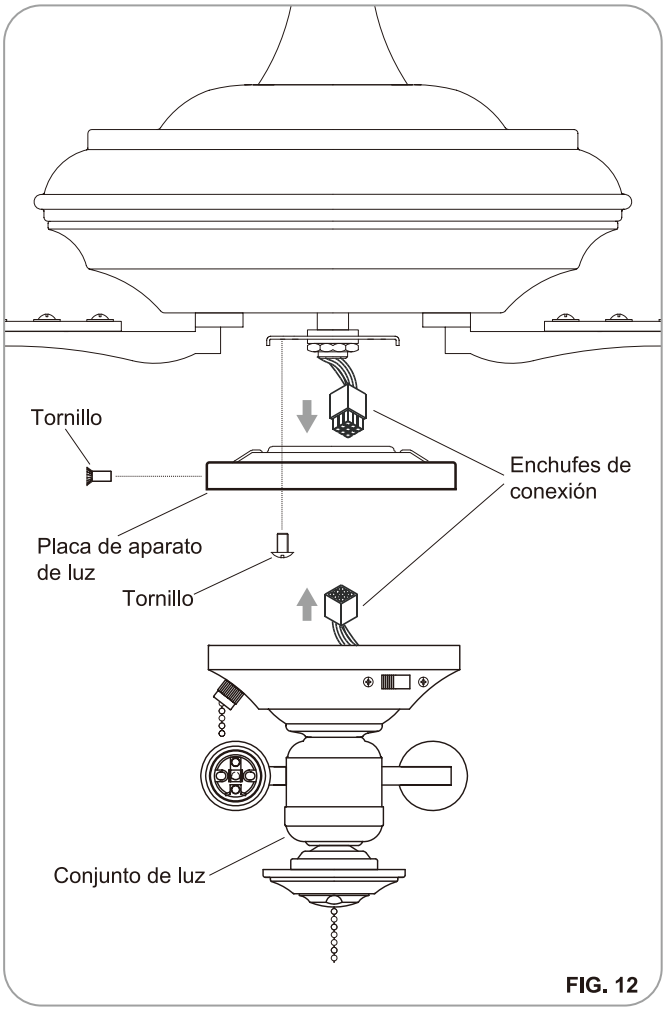

FIG. 12
Pasp 2. Quite 1 de 3 tornillos del anillo de montaje y afloje los otros 2 tornillos. (No los quite.) (Fig.12)
Paso 3. Coloque los principales agujeros de la placa de aparato de luz sobre los 2 tornillos previamente aflojados en el anillo de montaje, gire la placa de aparato de luz hasta que encaje en su lugar en la sección estrecha de los principales agujeros. Apriete los 2 tornillos previamente aflojados y el previamente eliminado. (Fig.12)
Paso 4. Sujeta la aparato de luz bajo el ventilador, mientras cierre firmemente y juntos los enchufes de conexión de alambres. (Fig.12)
Paso 5.Quite los tres tornillos del borde de la placa de aparato de luz. Alinee los orificios de la aparato de luz con los orificios de la placa de aparato de luz. Apriete los tres tornillos. (Fig.12)